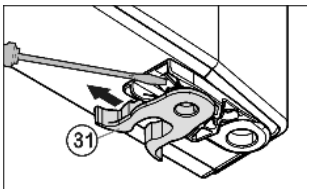

Fig. 7
▶ Permuter la pince élastique *Fig. 7 (31)* : appuyer sur l'ergot puis retirer la pince élastique.